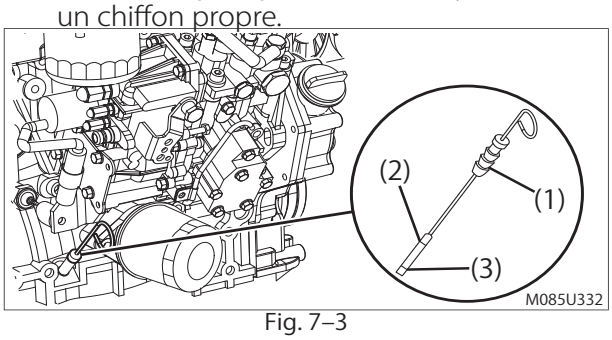

Fig. 7–3
(1) Veillez à ce que la machine soit à niveau (à l'horizontale).
(2) La machine et tous ses dispositifs doivent être éteints et les boutons d'arrêt d'urgence doivent être enfoncés.
(3) Retirez la tige (fig. 7–3, 1) et essuyez-la avec un chiffon propre.
(4) Enfilez à nouveau la tige propre dans le réservoir.
(5) Retirez la tige. Le niveau d'huile doit se trouver entre la ligne du haut (fig. 7–3, 2) et celle du bas (fig. 7–3, 3) sur la tige.
(6) Introduisez à nouveau la tige propre dans le réservoir.
(7) Ajoutez de l'huile moteur si nécessaire.